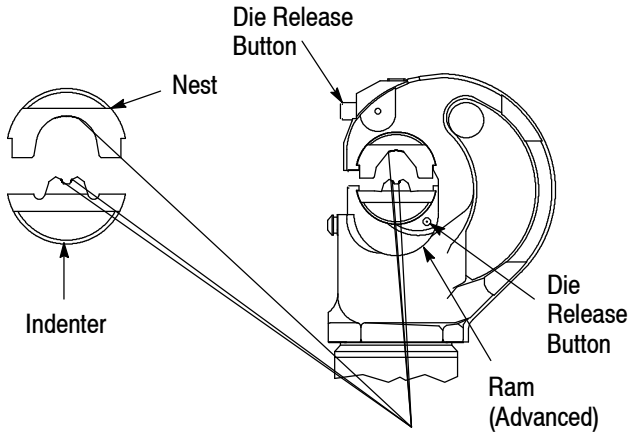

*Figure 3*
### 3.1. Die Installation (Figure 3)
2. Slide the nest into place in “C”-head. See Figure 3.
6. Slide the indenter into position in the ram. See Figure 3.
### 3.2. Die Removal (Figure 3)